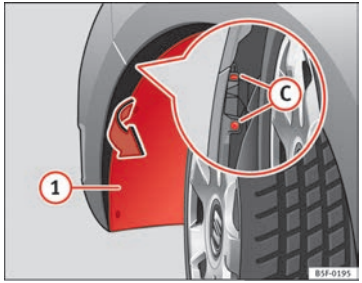

Fig. 149 Fog light: access to the connector and to the light bulb holder
– Pull the wheel housing (1) ⇒ Fig. 149 to access the 2 hidden screws (C) ⇒ Fig. 149 in the bumper.